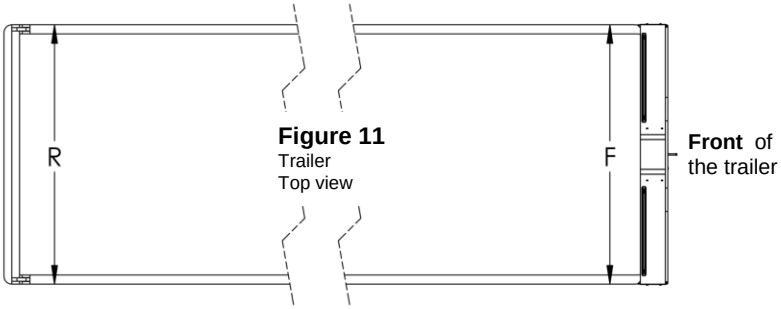

Figure 11
2. **Figure 11.** Measure the widths at the front (F) and rear (R) of the trailer